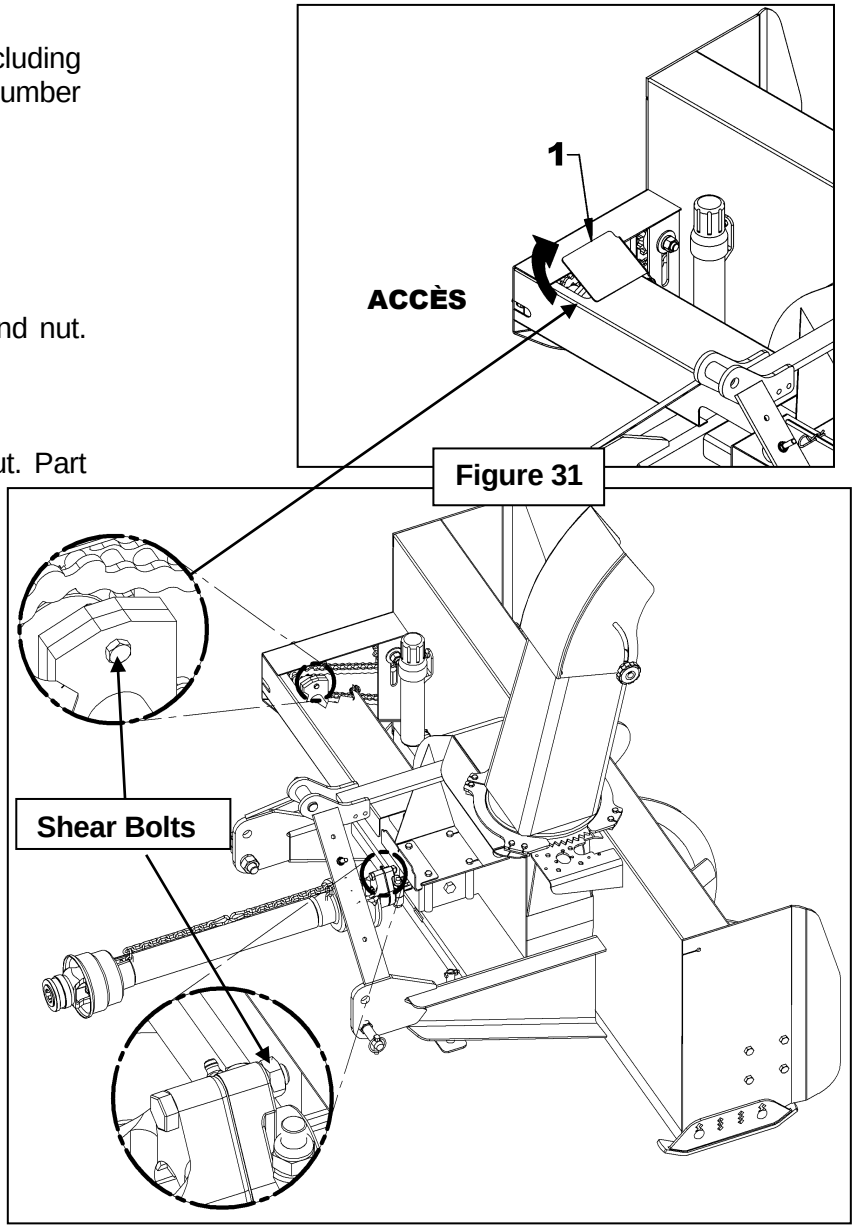

Figure 31
Check the shearbolts indicated on the figure below at frequent intervals for proper tightness to be sure the blower is in safe working condition. **Figure 31:** To access the shear bolts, pull up the access pannel (item 1) located near the chain. If the shearbolts need replacement, use the following parts only: